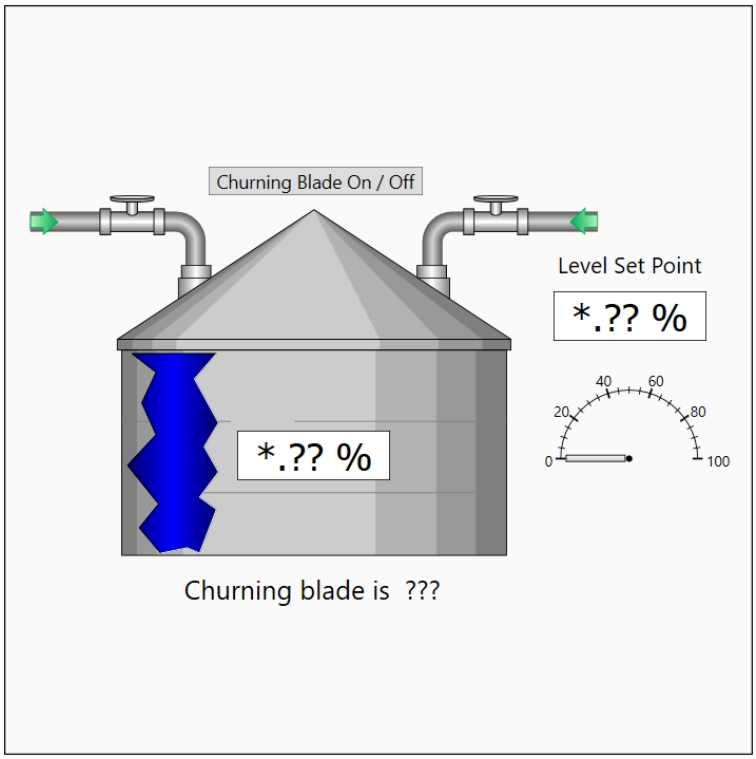

Figure L3B.7 – icTonicsTankMonitor Display
7. Your display should now be similar to the following Figure L3B.7.